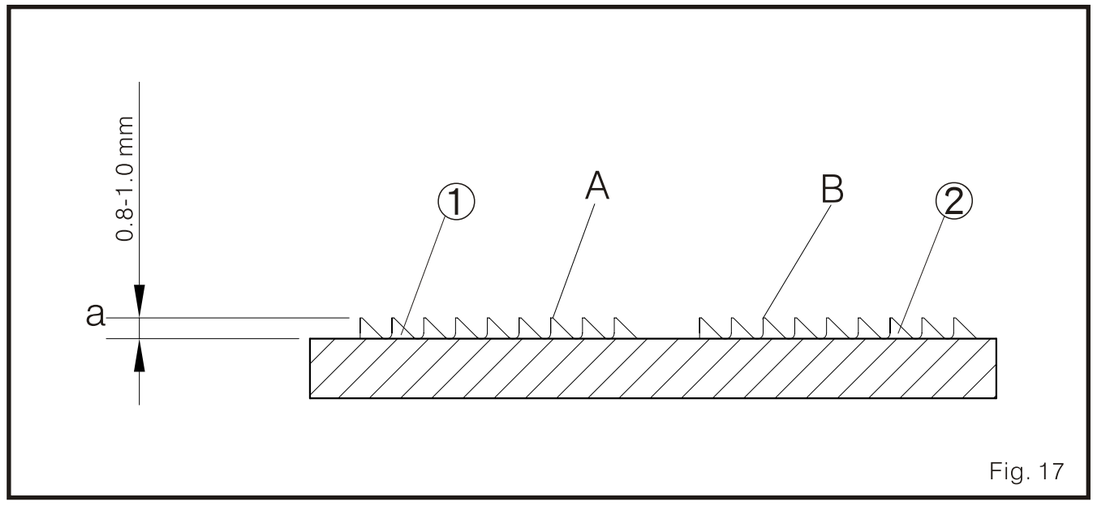

Fig. 17
1. Cuando el transportador dentado se encuentre en el posición mas alto. La superficie de los dientes del transportador dentado deben ser paralelos a la superficie de la placa aguja. En este momento, la altura del transportador dentado principal 1 es igual a la altura del transportador dentado diferencial 2. Como también la superficie de la palca aguja deben estar de 0.8-1.0 mm por encima de la superficie de la placa aguja. (Fig. 17)
1. Cuando el transportador dentado se eleve al punto mas alto, el superficie del plano horizontal a, debe estar alineado con la superficie de la placa aguja. (Fig. 17)